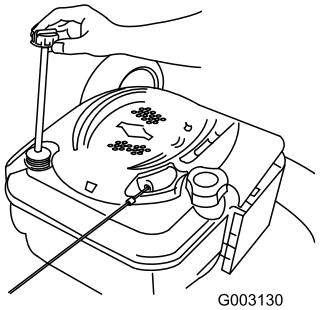

Figur 34
2. Fjern peilestaven (Figur 34).